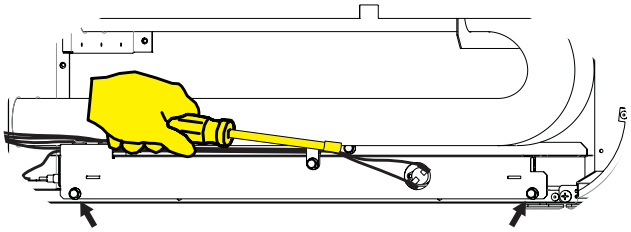

Figure 6
For PVS models built prior to serial number 141874877: Re-install the hex head screw removed in step 6 through the heated tray's rear mounting hole into the back panel of the wall furnace's heat exchanger compartment and tighten. See Figure 6.
9. Install two #10 x 1/2 hex head screws through the condensate tray bracket into the bottom panel of the wall furnace. Do not fully tighten these screws. **See Figure 6.**